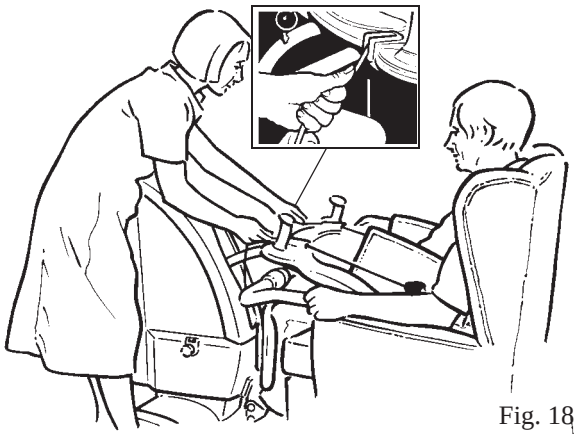

Fig. 18
3. Lås slyngebefæstelserne fast i låseklemmerne. (Se fig. 18)
Bemærk: *Plejemodtageren skal støttes af sejlet, men uden at blive trukket for meget fremover. (Se fig. 18)*